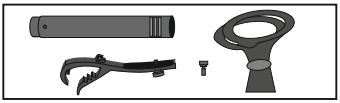

figure 2
1. Use the screw to joint the integral stand mount with the clip (see figure 2).